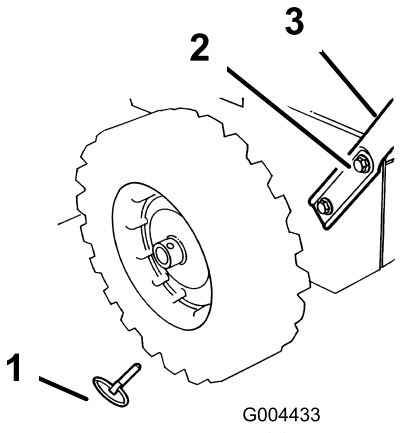

Rysunek 3
2. Usuń kołki z obu kół i wysuń koła na osi na odległość około 3 cm (Rysunek 3).
5. Zrównaj otwory lewej strony uchwytu z otworami po lewej stronie płyty i dobrze przykręć uchwyt za pomocą dwóch śrub ze zmniejszonymi łbami i podkładek talerzowych (Rysunek 3).